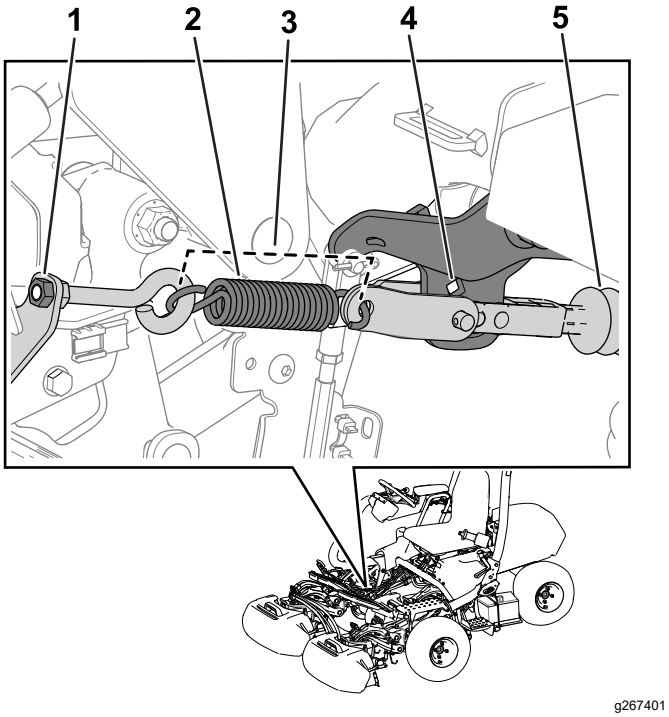

Figur 41
Obs: Detta förfarande beskrivs i Figur 41.
3. Förbered för drift genom att dra åt öglebultmuttern så att fjäderlängden är 11,4 cm när den är monterad (Figur 41).